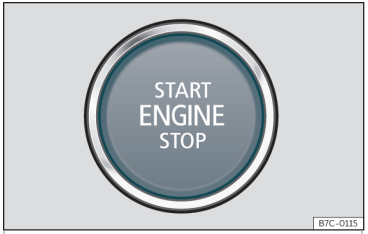

Fig. 139 Butonul demarorului
• Apăsați butonul de pornire»» **fig. 139**; nu apăsați pedala de accelerație. Motorul pornește numai dacă în habitaclu se află o cheie validă. După pornirea motorului, lampa butonului STARTENGINESTOP rămâne aprinsă, pentru a indica faptul că motorul este pornit[1].
- Apăsați scurt butonul de pornire››› **fig. 139**.